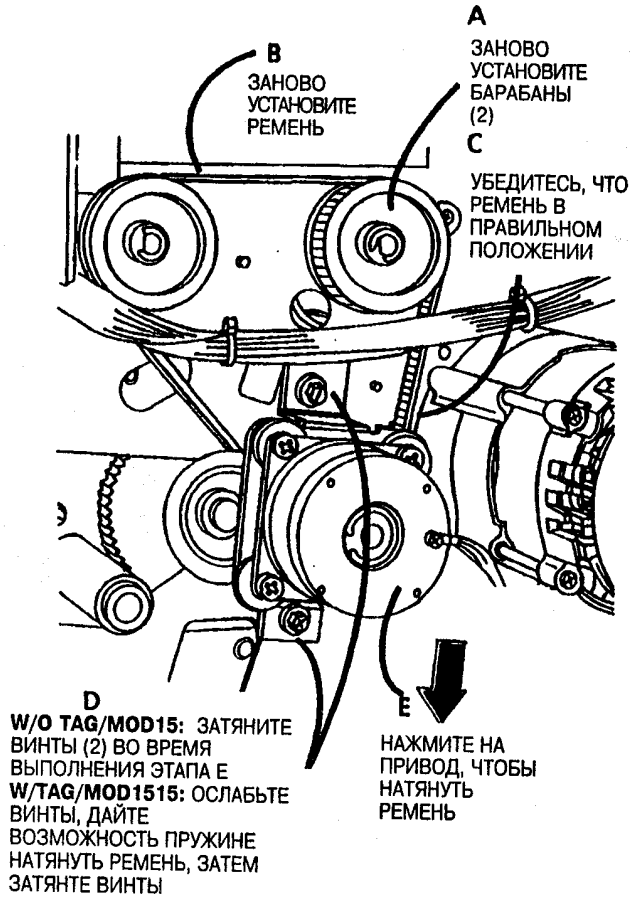

Рис. 2. Установите ремень заново
2. (Рис. 2): Установите заново ремень.